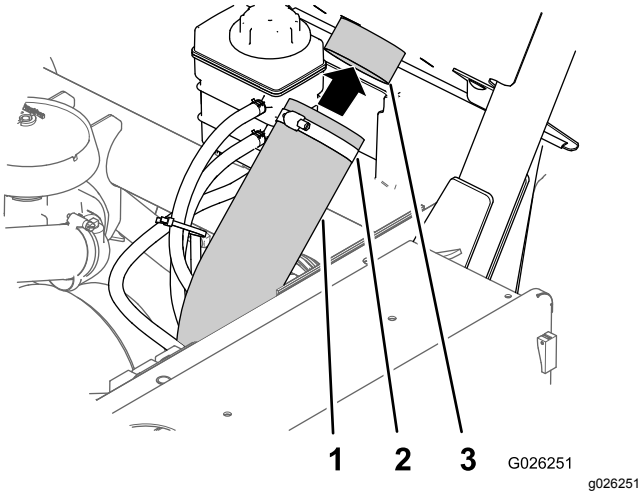

图7
3. 将 CVT 进气软管与 ROPS 面板背面的进气管接头对齐然后夹紧软管夹图7。